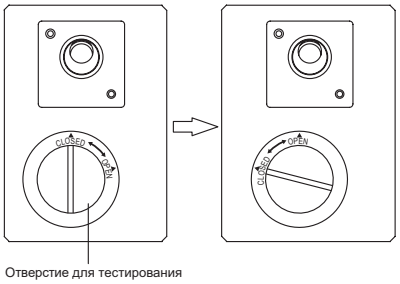

Рис. 2.26
- Снимите крышку с отверстия для тестирования и налейте через него около 2 л. воды (рис. 2.26). Вода должна свободно проходить по дренажной трубе наружу.